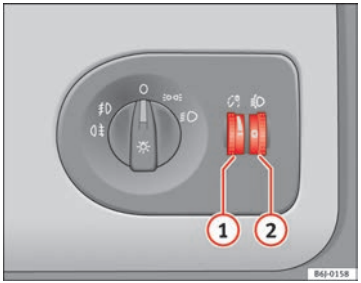

Fig. 56 Tablero de instrumentos: reguladores de la iluminación de instrumentos y mandos y del alcance de los faros
Con las luces encendidas se puede regular la intensidad de la luz de los instrumentos y mandos girando la ruedecilla moleteada ⇒fig. 56 (1).